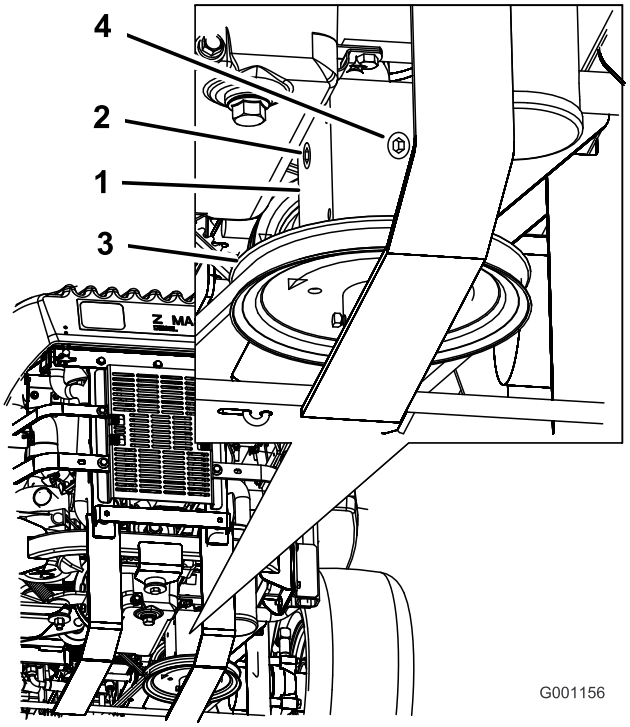

Figur 60
4. Ta bort pluggen på växellådans sida eller baksida (Figur 60).